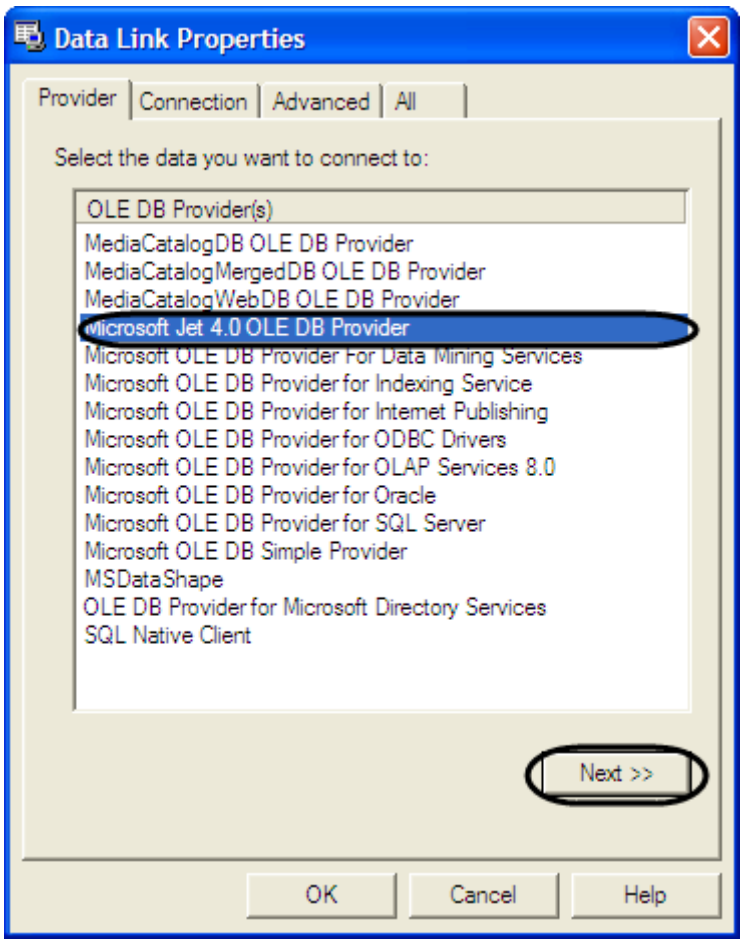

Figure 9.4-3. Selecting the Microsoft Jet 4.0 OLE DB Provider option
a. Select the Microsoft Jet 4.0 OLE DB Provider line in the Provider tab and click the Next button or move to the Connection tab (Figure 9.4-3).